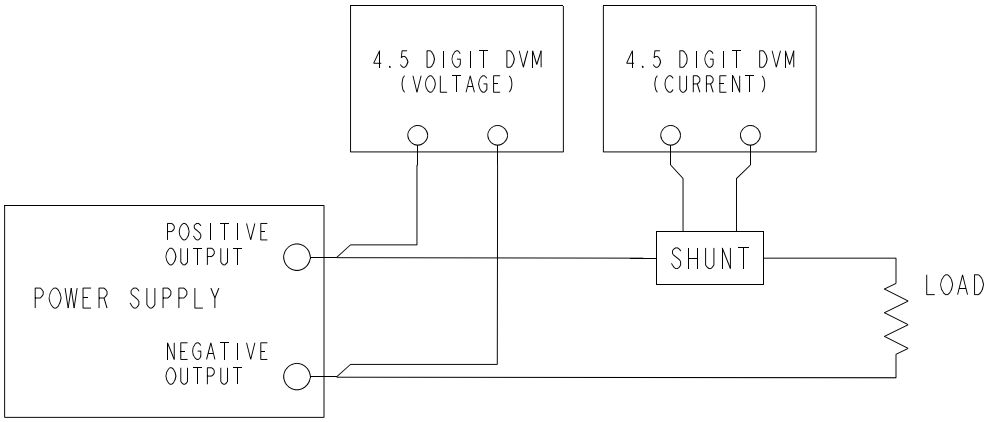

Figure 8-1: Output Calibration Connections
1. Connect the calibration load , shunt and meters to the output of the power supply as shown in Figure 8-1.